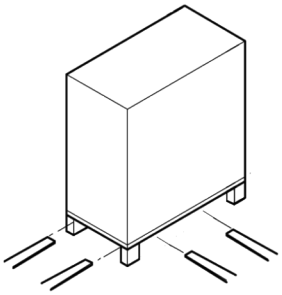
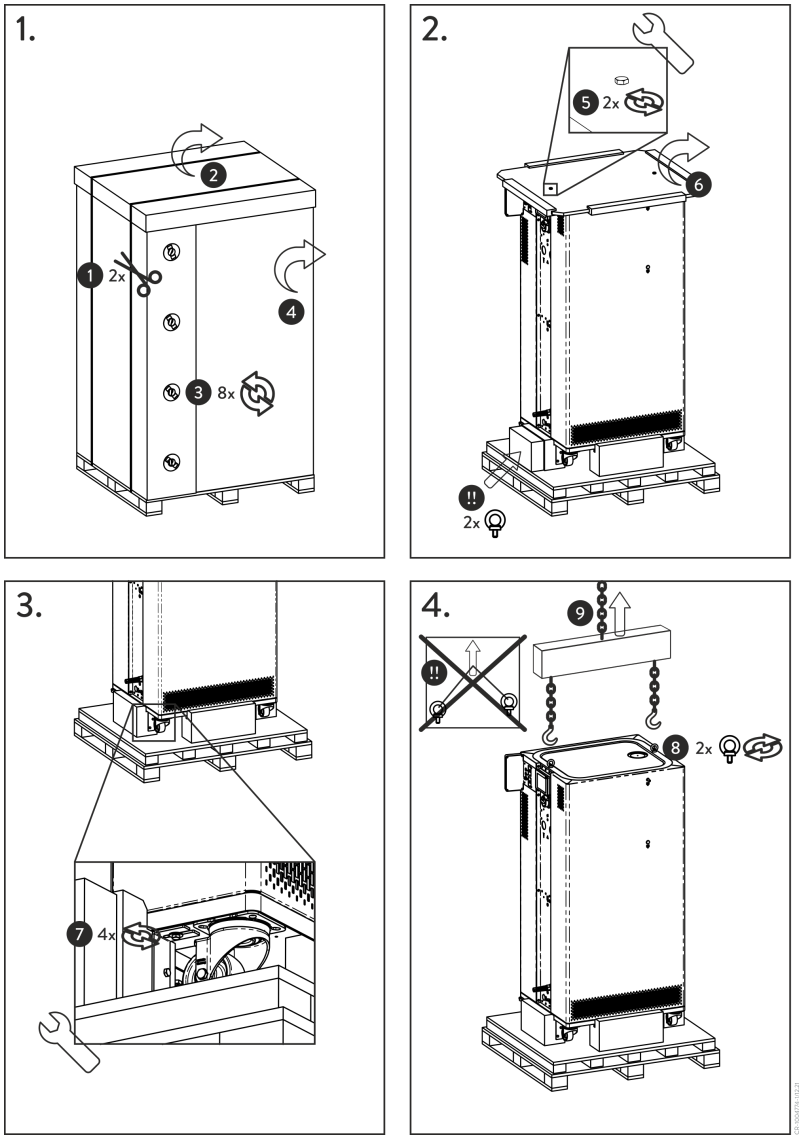

Fig. 1: Transport with forklift truck
Fig. 2: Unpacking instructions
1. Fig. 1: Cut and remove the strapping ①.
2. Lift the cover of the cardboard box ② and remove it.
3. Unscrew the bayonet locks ③ from the box. Turn them counterclockwise to perform this task.
4. Remove the box ④.
5. Fig. 2: Unscrew the screws ⑤ from the wooden cover. Turn them counterclockwise to perform this task. Remove the wooden cover ⑥.
7. **Fig. 2:** Remove the ring bolts from the packaging.